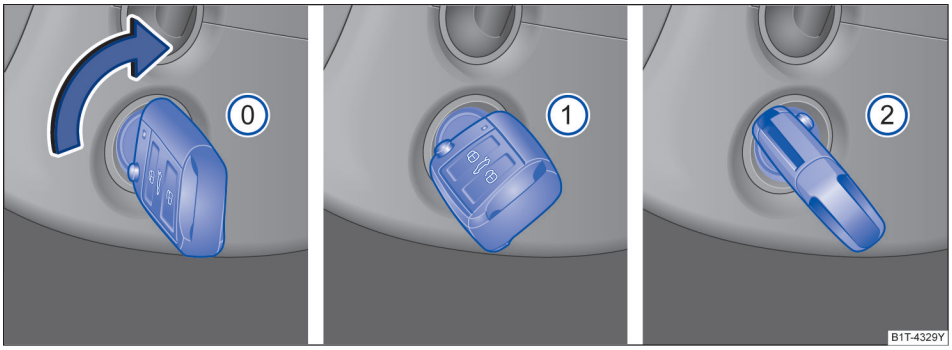

图 133 点火开关锁孔位置
点火钥匙处于该位置时→ 图 133 ⓪，关闭点火开关，发动机熄火，同时啮合方向盘锁止机构，锁止方向盘。
– **配备手动变速箱的车辆：**将点火钥匙转到位置→ 图 133 ⓪。